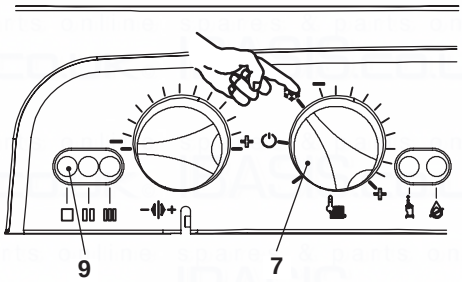

Fig. 2.4
- Turn on the electricity supply to the boiler switching on the fused spur isolation switch. The appliance operation light 9 (Fig. 2.4) will flash every 4 seconds (standby condition).
- To operate the boiler, position the function selector 7 as in Fig. 2.4. The appliance operation light 9 will flash every 2 seconds (operating boiler).